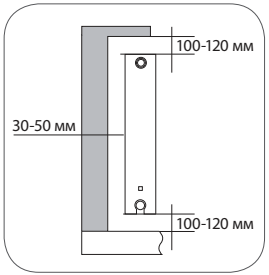

рис. 1
1. Для эффективной работы радиатора необходимо соблюдать монтажные расстояния, указанные на рис. 1.